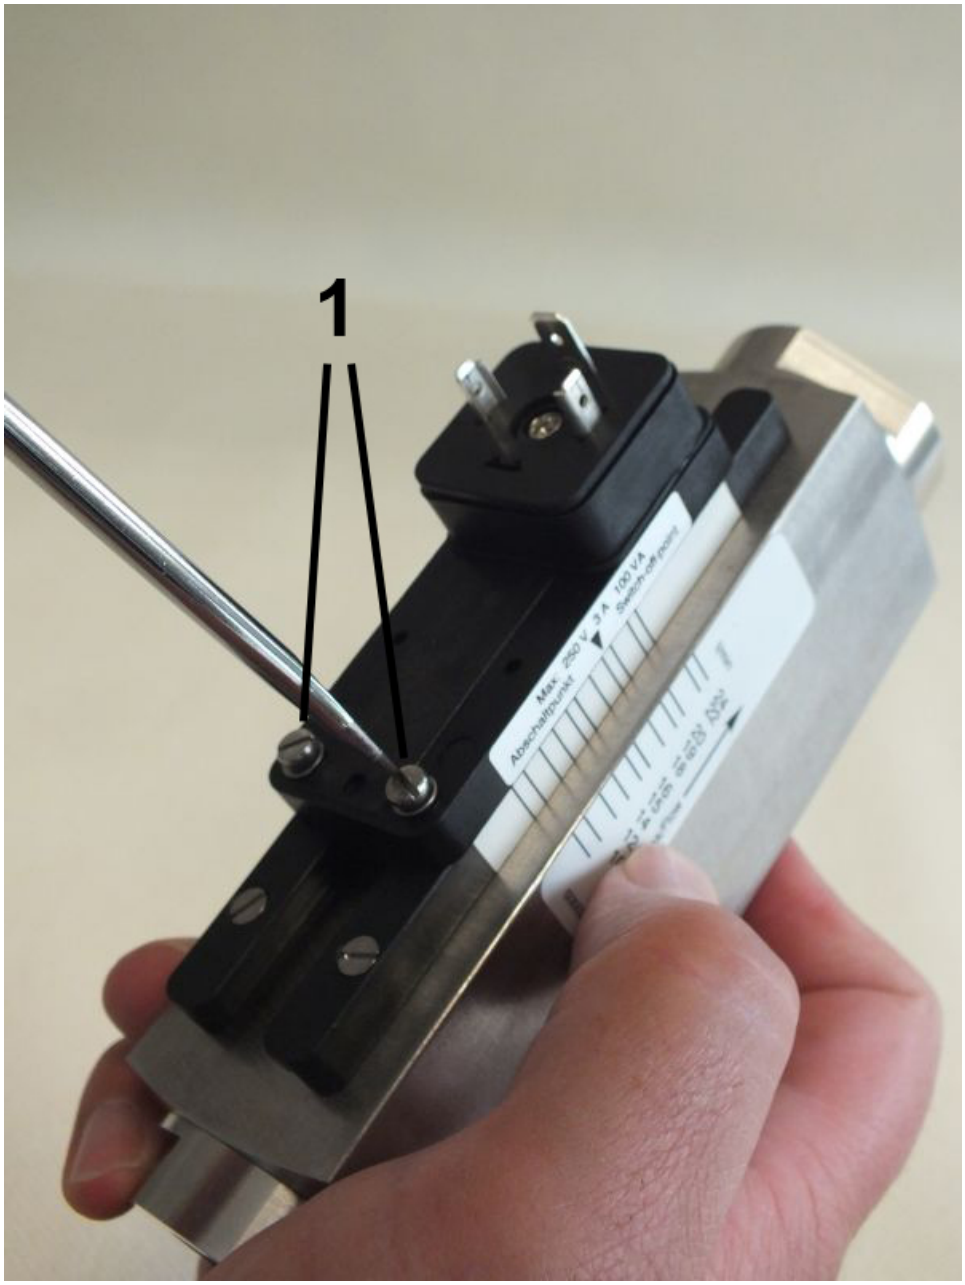

Fig. 39: Loosen the set screws
1. Loosen the set screws of the switch contact (*Fig. 39*/1) using a flat-bladed screwdriver.
3. Tighten the set screws of the switch contact (*Fig. 39*/1) using a flat-bladed screwdriver. When doing so, observe the correct tightening torque of the screws.